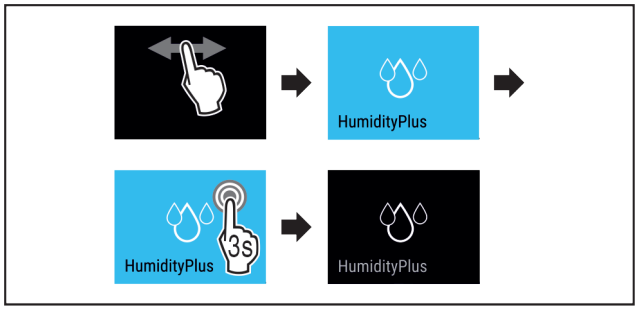

Fig. 13
▶ Suivre les étapes (voir Fig. 13) .